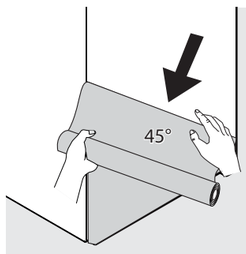

Fig. 4
3. Tirez la partie inférieure de la pellicule protectrice vers le bas à un angle de 45 degrés, en rassemblant tout excès de pellicule, en la roulant. Continuez à tirer la pellicule jusqu'à ce qu'elle soit à environ 2 po du bord inférieur de la porte. **Remarque :** Il peut être utile de placer la deuxième main sur la pellicule à proximité du panneau de porte pour faciliter le processus de retrait de la pellicule (Fig. 4).